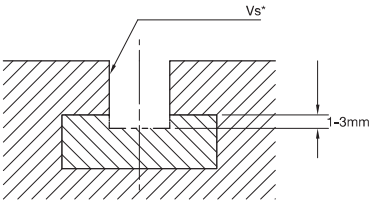

Fig. 1
- Machining a vertical slot, depth to be kept at a minimum as shown in Figure 1.
- If the depth is greater than Figure 1, chip evacuation problems could occur.
- Vibrations could occur when the T-slot cutter diameter increases; use Figure 1 as the starting point.